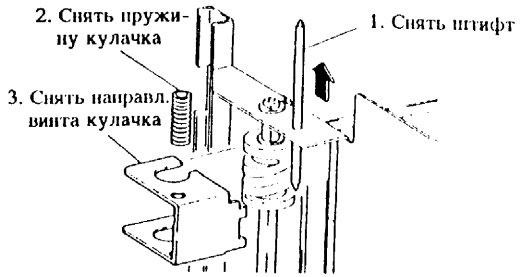

Рис. 11. Снятие направляющей винта кулачка (переднего)
10. (Рис. 11): Снять направляющую винта кулачка передней стороны.